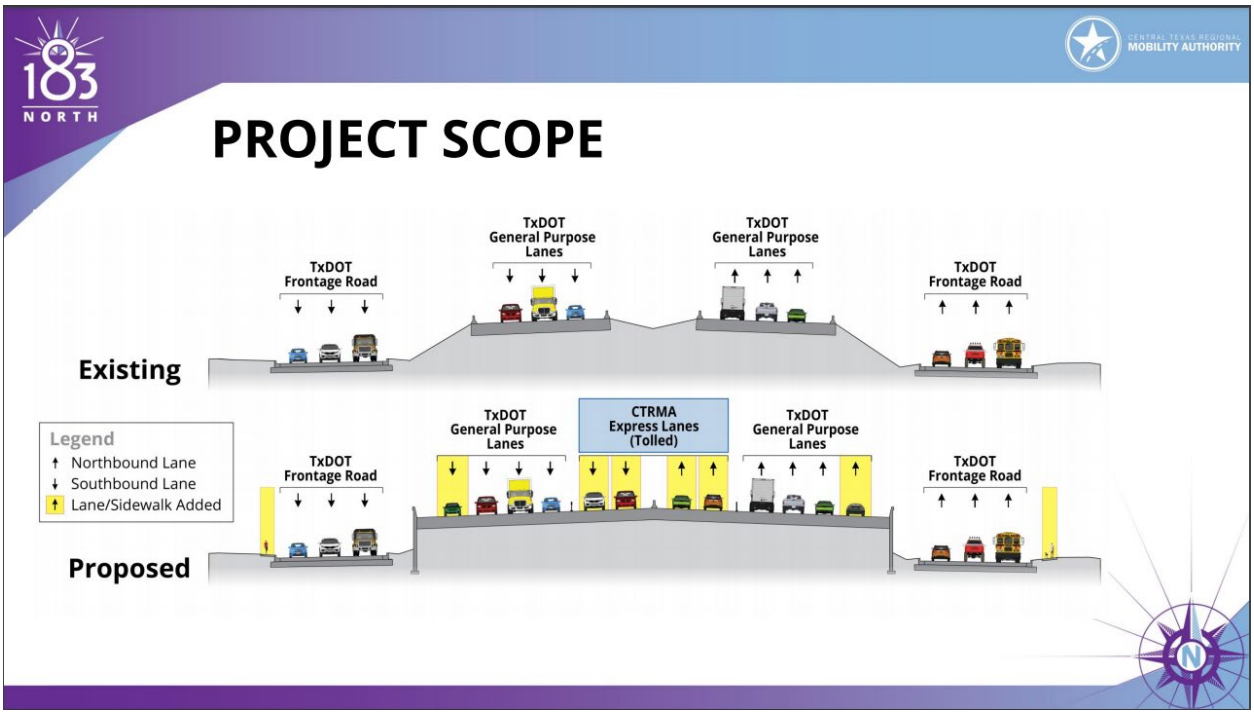

Figure 2 General Project Scope
The Scope generally consists of the construction of four express lanes (two in each direction) and widening of the existing United States Highway (US) 183 as required to bring the total number of general-purpose lanes to four in each direction as illustrated in Figure 2.